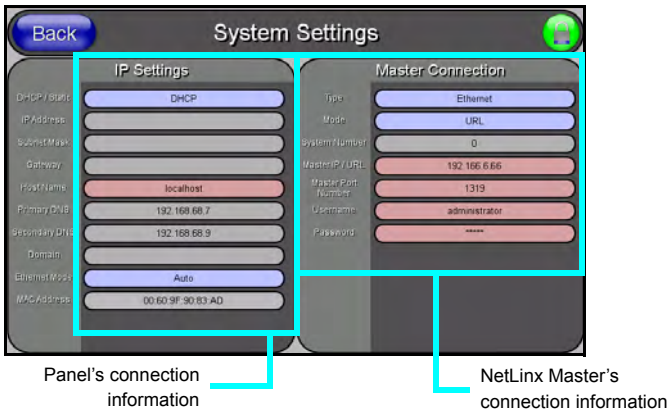

FIG. 7 Sample System Settings page
9. Press the **System Settings** button to open the System Settings page (FIG. 7).